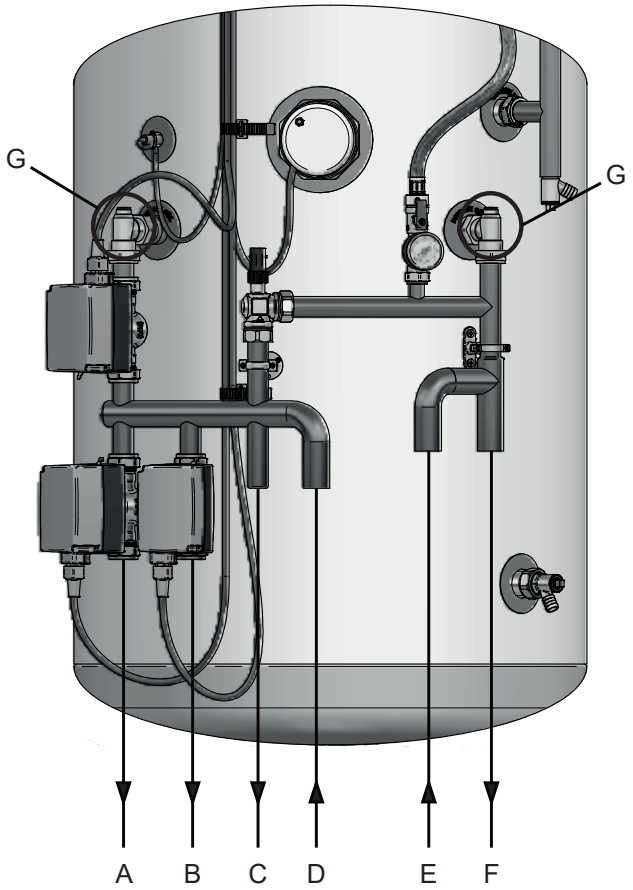

Figure 3-1: Primary circuit connections
Make the primary circuit and heat pump connections to the cylinder as follows (Refer to Figure 3-1):
1. The primary flow and return connections from the heat pump should be made to cylinder connections D and F respectively (refer to Figure 3-1 and Table 3-1).
2. The primary flow to heating zone 1 should be made to cylinder connection A (refer to Figure 3-1 and Table 3-1).
3. The primary flow to heating zone 2 should be made to cylinder connection B (refer to Figure 3-1 and Table 3-1).
4. If required, the primary flow to heating zone 3 should be made to cylinder connection C (refer to Figure 3-1 and Table 3-1).
If a third heating zone is required, the tail of pipe C (see Figure 3-1) will need to be trimmed as it has been soldered shut during production.
If a third heating zone is to be connected to cylinder connection C (refer to Figure 3-1), the pipe tail should be cut using a pipe slicer or pipe cutter - to leave the pipe ends with a slight radius and free from any burrs or sharp edges.
5. When filling the primary circuit, the manual air vents situated on the flow and return connections to the indirect coil can be used to vent air from the indirect coil (refer to item G in Figure 3-1).
To prevent gravity circulation when the heat pump switches off, three 2-port motorised valves have been supplied fitted to the cylinder after the primary flow pipe from the ASHP (see item D, Figure 3-1). They should be wired in accordance with Figures 5-2 and 5-3 to ensure that, when used with a Grant Aerona³ Heat Pump, the installation will comply with current legislation.
Table 3-1: Key to Figure 3-1